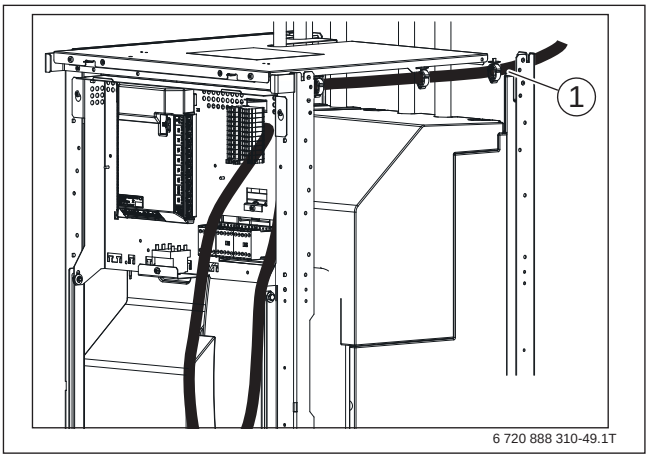

Bild 93 Anschluss Netzkabel
- Kabel entsprechend Schaltplan anschließen (→ Bild 93).